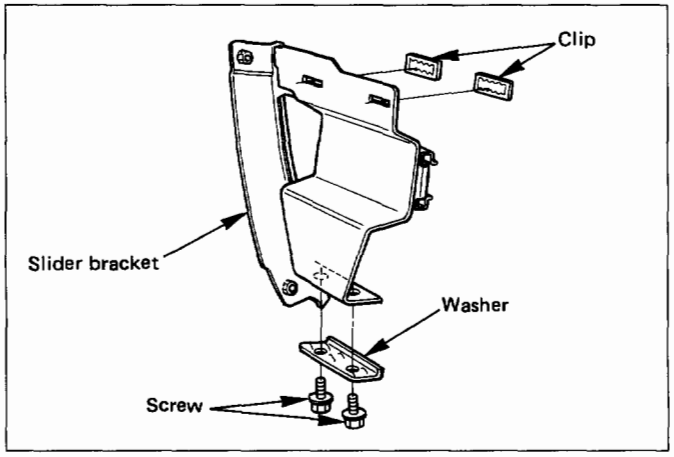

Fig. 2B-7
13. **Rear bumper slider brackets (Fig. 2B-7)**